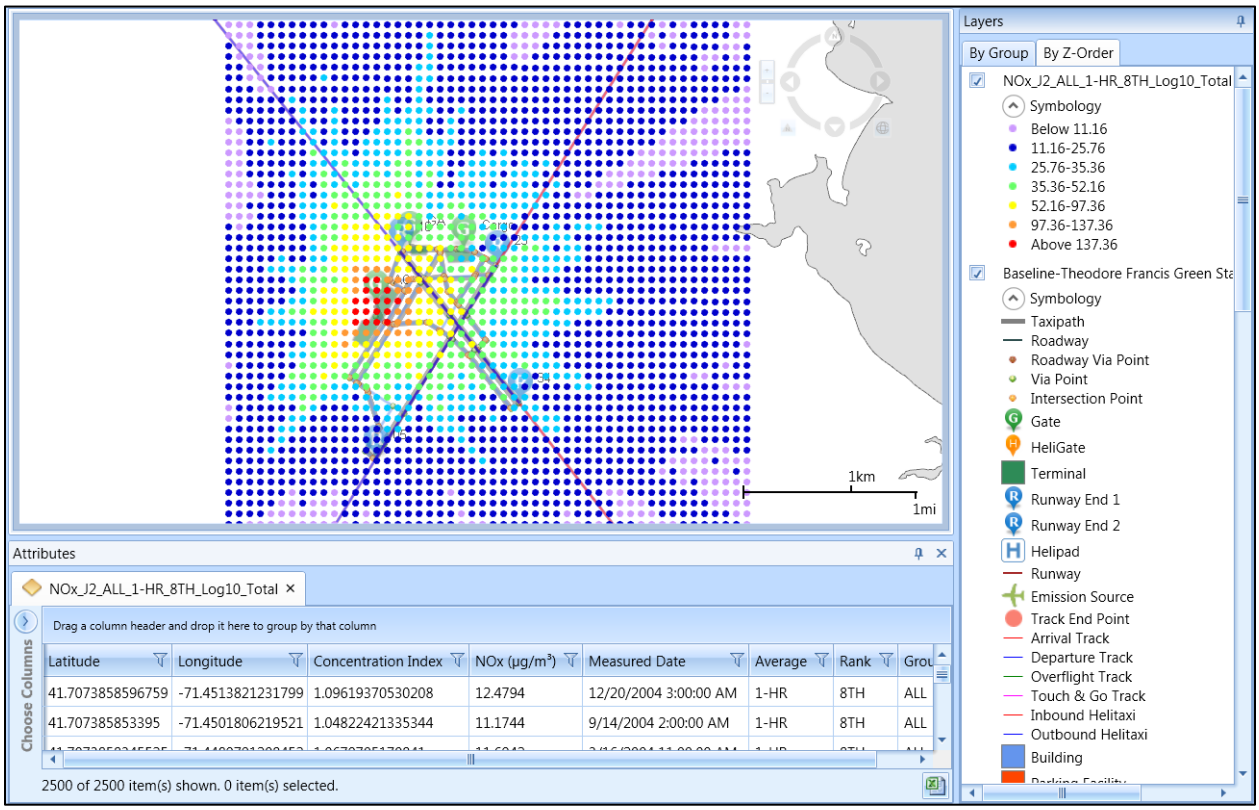

Figure 5-30 Sample Pollutant Concentration Layer with Attributes- shown with Airport layers
6. Click *OK* to generate and display the concentration layers on the map (Figure 5-30) and in the *Layers* manager.
The following attributes are available for all pollutant concentration layers: latitude, longitude, concentration index, pollutant, measured date, average, rank, and group (Figure 5-30). See Appendix B.3 for descriptions of the attributes.